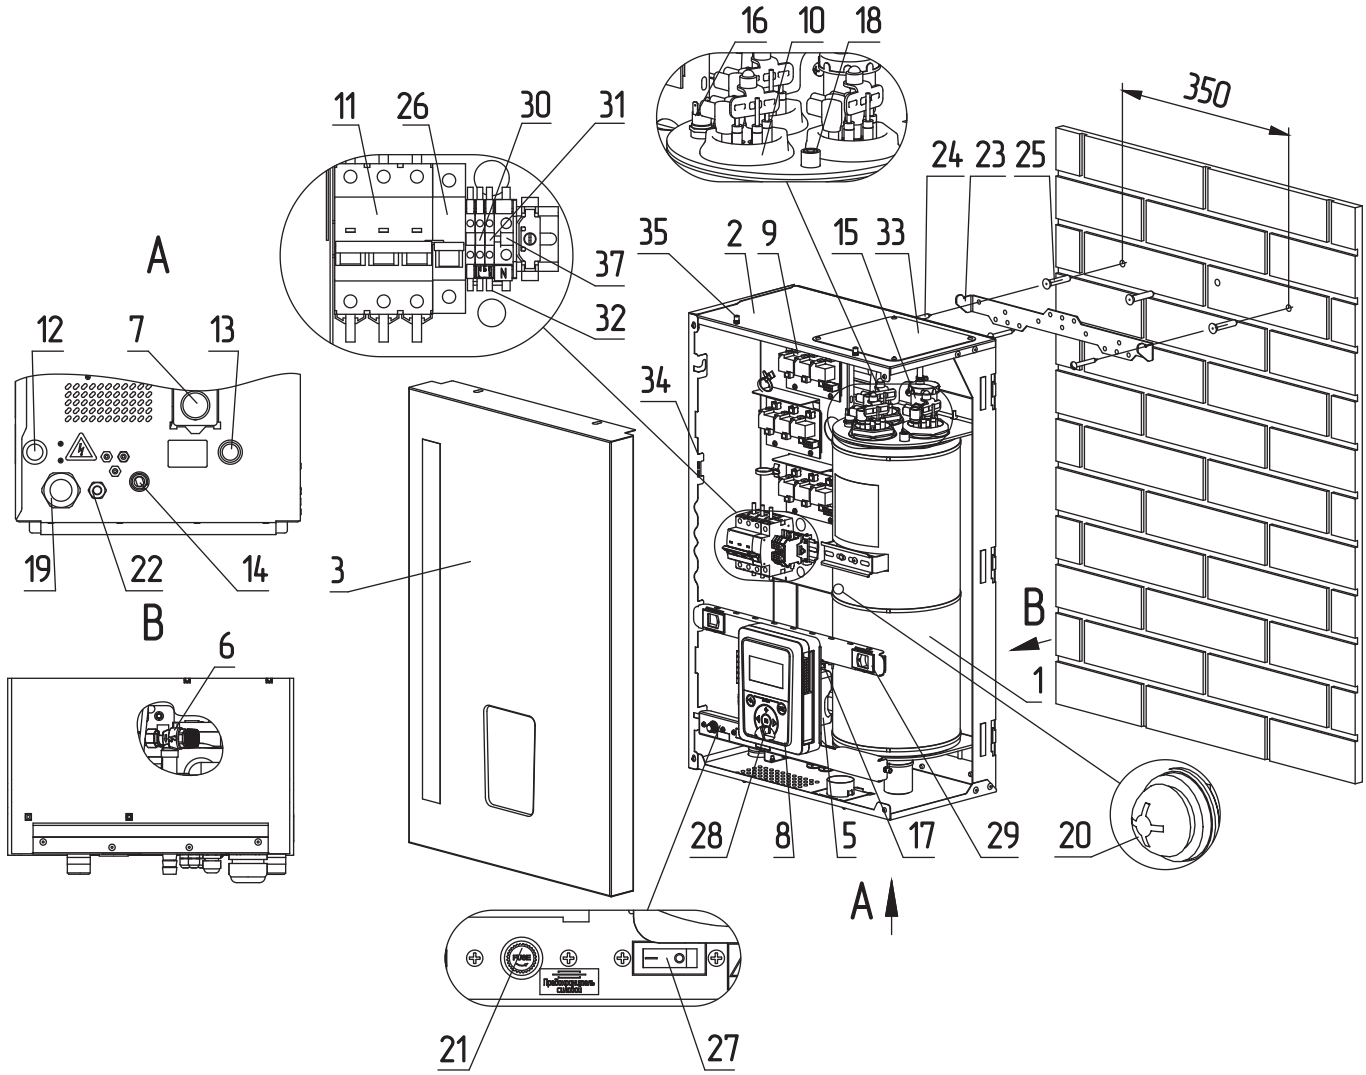

Рис. 4 Устройство электрического котла ZOTA MK-X от 30 до 36 кВт
Закрепите настенный кронштейн на вертикальной поверхности в необходимом месте с помощью шурупов, входящих в комплект, и установите на него котел, как показано на **Рис. 3**, **Рис. 4**.
- Извлечь перемычки (**Рис. 4**, **поз. 32**);
- Подключить провода фазы «L» к колодке (**Рис. 4**, **поз. 30**);
- Подключить провода нейтрали «N» к колодке (**Рис. 4**, **поз. 31**).